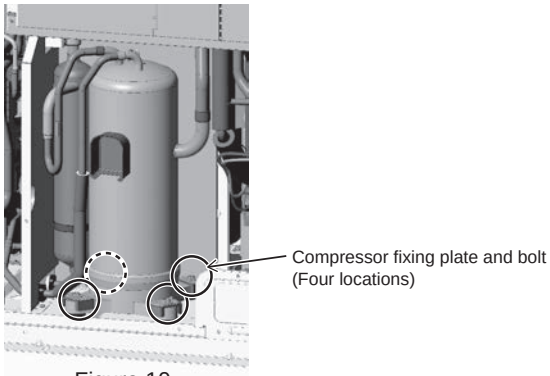

Figure 10
(10) Remove the four bolts holding the compressor down. (See Figure 10.)